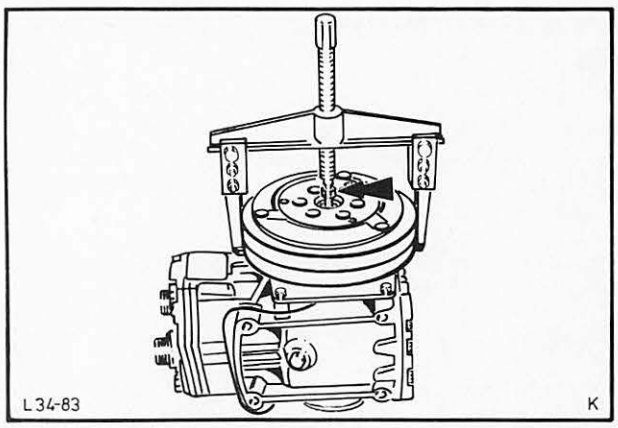

Abb. 52 Keilriemenscheibe mit handelsüblichem Abzieher lösen. Dazu Mittelschraube (PFEIL) ohne Unterlagscheibe verwenden
6. Keilriemenscheibe vom Kompressor abbauen (1 Schraube). Mit handelsüblichem Abzieher abziehen. Dazu mittlere Schraube ohne Scheibe verwenden, Abb. 52.